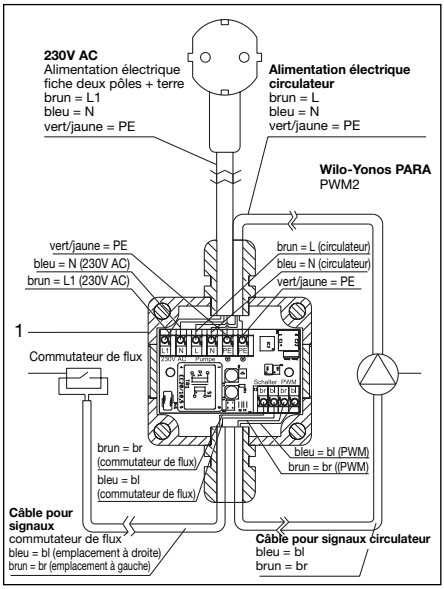

Fig. 5.3: Câblage
- Réduire le câble du commutateur de flux à la longueur désirée et le câbler avec la boîte électronique (voir schéma de câblage fig. 5.3)
- Câbler le câble de circulateur avec la boîte électronique (voir schéma de câblage fig. 5.3).